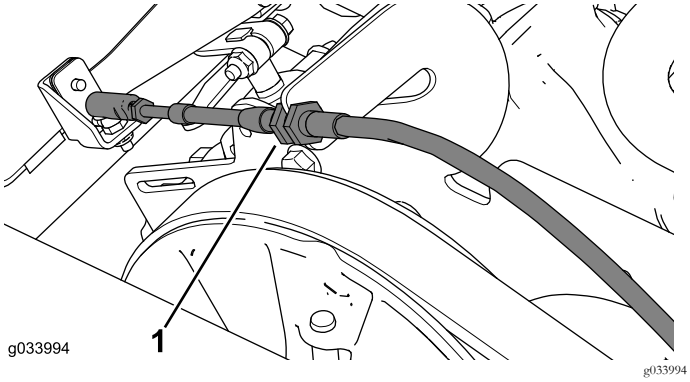

Figura 10
4. Desconecte el cable del cambio de marchas del soporte del cable, y retírelo del soporte (Figura 10).